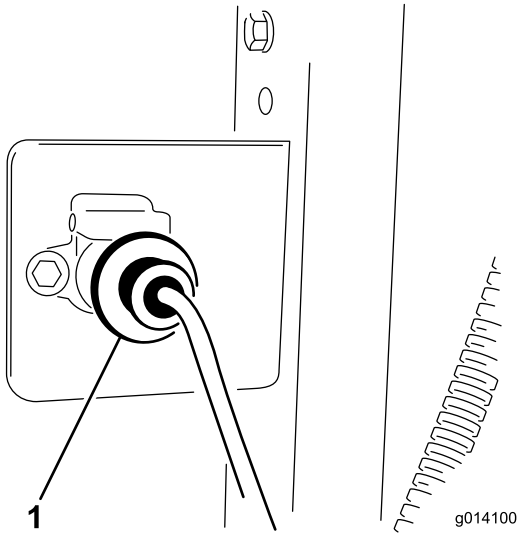

Figur 10
1. Monter sokkelbeslaget på bagsiden af bugseringskøretøjet med (2) 5/16 x 1 tommes skruer og møtrikker.
3. Fastgør ledningsnettets sokkel til beslaget med (2) 1/4 x 1 tommes skruer og møtrikker (Figur 10).
5. Fastgør basisenhedens ledningsnet til bugseringskøretøjets ledningsnet (Figur 10). Stikket er placeret sammen med hydraulikslangen, der er fastgjort på bugseringskøretøjet.